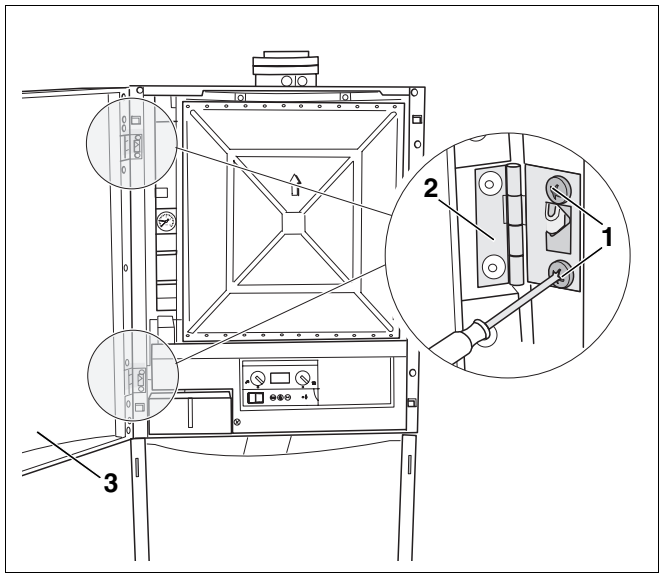

Rys. 5 Demontaż drzwiczek kotła
- Odkręcić i wyjąć cztery śruby (rys. 5, **poz. 1**) zawiasów (rys. 5, **poz. 2**) i zdjąć drzwiczki kotła (rys. 5, **poz. 3**).